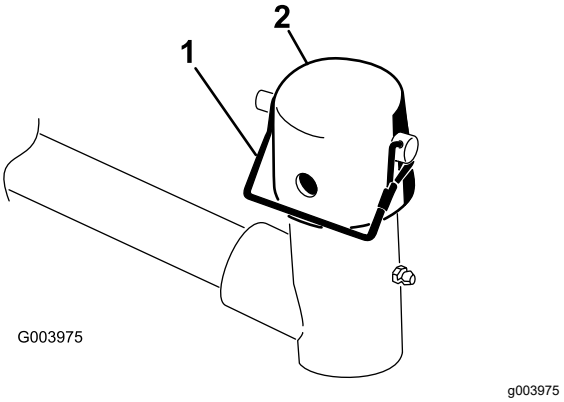

Figuur 9
9. Verwijder de borgpen en het kapje van het juk van het draaipunt van de hefarm (Figuur 9).